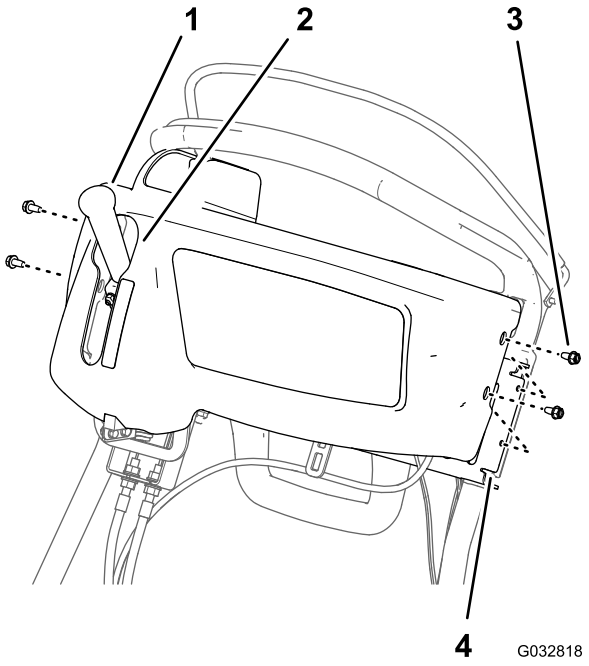

図 19
1. コントロールパネルのカバーについているキー穴のスロットを、走行リール制御レバーに合わせてカバーを取り付ける図 19。
2. コントロールパネルのカバーの側面にある穴を、ハンドルバーのサポートブラケットにある取り付け用の穴に合わせる図 19。